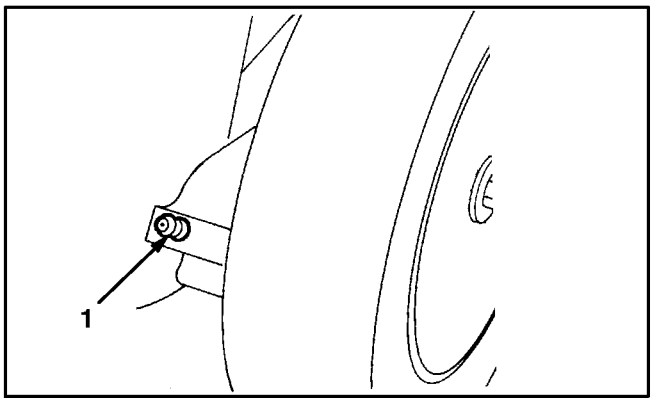

Abbildung 27
2. Hebel der Schnitthöheneinstellung am Hinterrad auf Stufe "2" stellen. Alle Schmiernippel mit einem Lappen sauberwischen (Abb. 27). Eine Fettpresse ansetzen und in jeden Nippel einen bis zwei Hübe Mehrzweckfett Nr.2 auf Lithiumbasis einpressen.